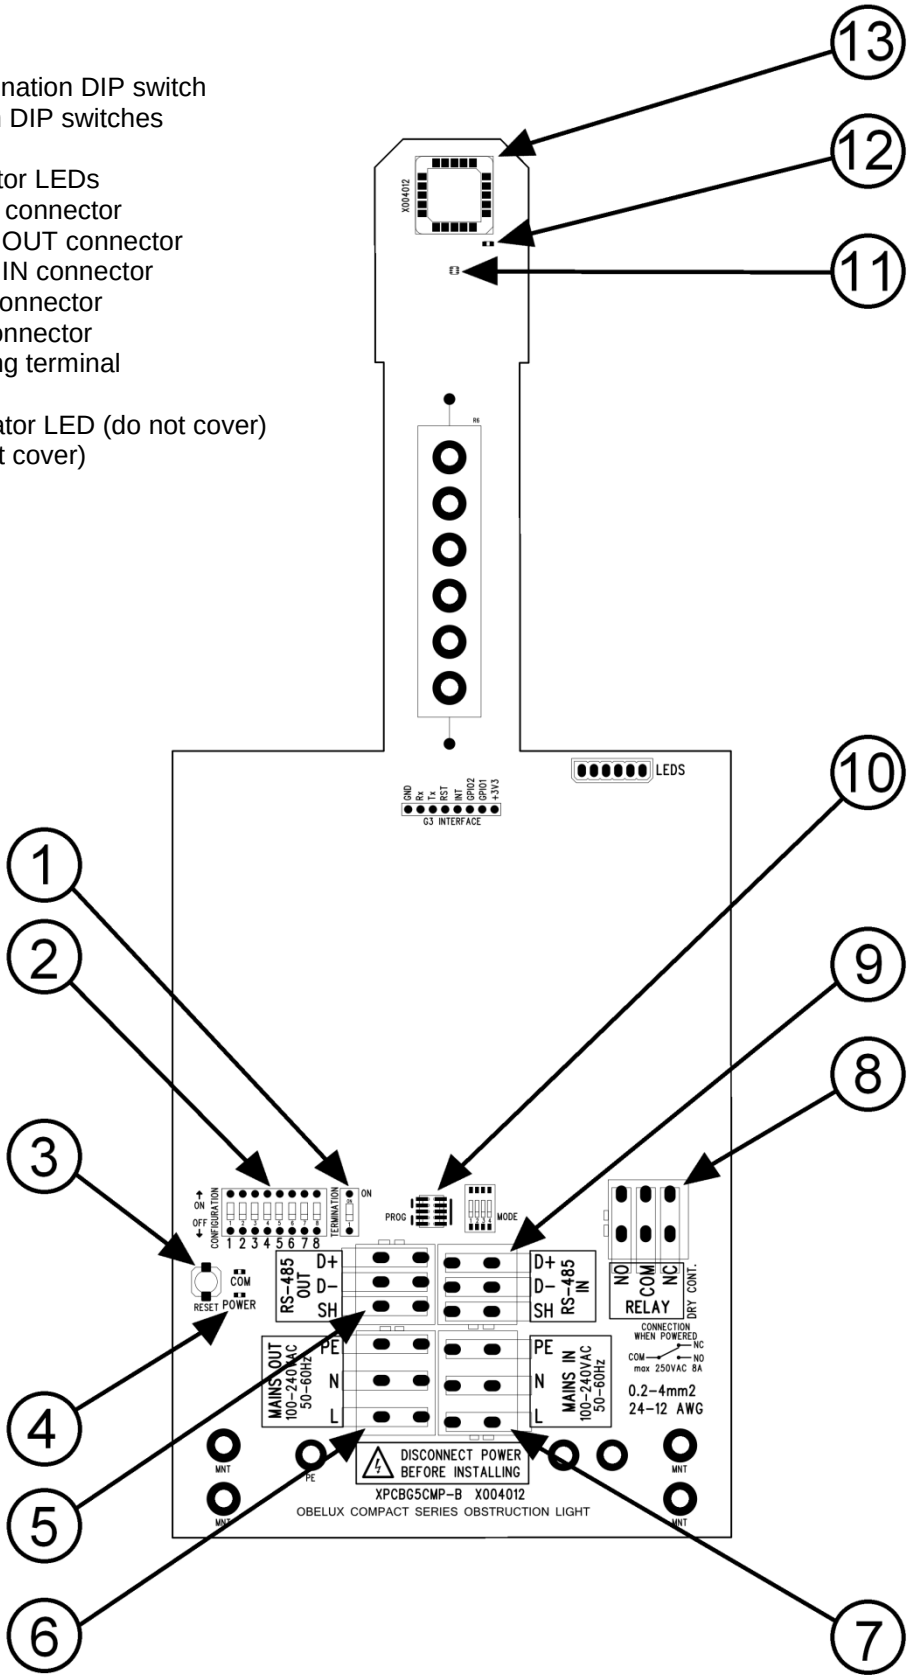

Figure 2: Main PCB (AC version)
Remember to set the RS-485 termination DIP switch on both ends of the RS-485/Modbus bus (check Figure 2 (1) for switch location).